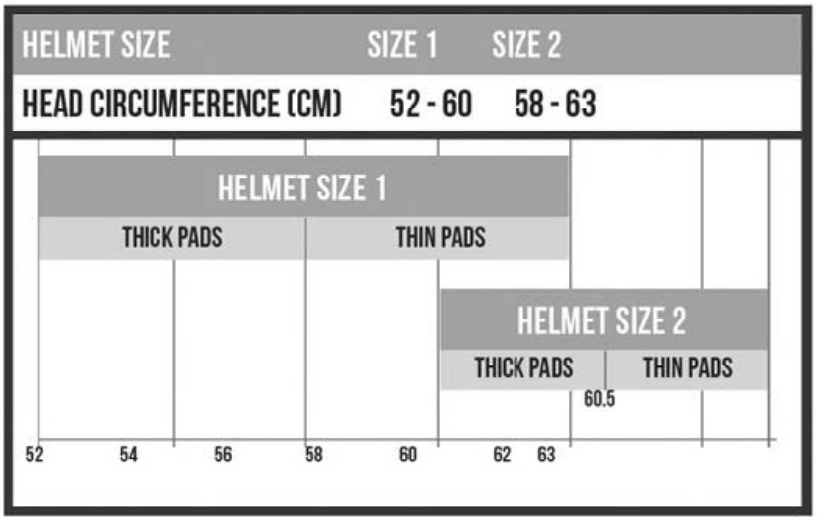

Figure 6-10. Liner Size Adjustment Using Adjustment Pads
b. After selecting the appropriately sized helmet, adjustments will be made using the liner comfort pads. Refer to Figure 6-10 for guidance.